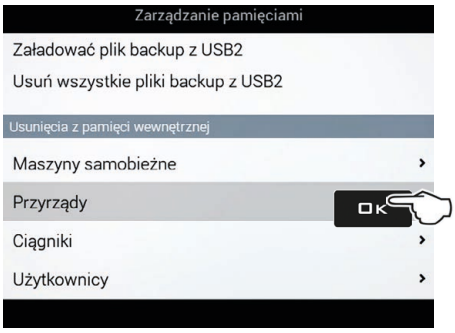

Rys. 304
- Wybrać pozycję **Przyrządy** (Rys. 304) i nacisnąć **OK**.